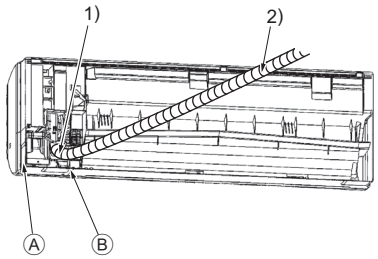

**Fig. 3-12**
**Tuyauterie arrière, droite et inférieure (Fig. 3-12)**
1) S’assurer que le tuyau d’écoulement n’est pas levé ou en contact avec le boîtier de l’appareil intérieur. Arranger le tuyau d’écoulement sous la tuyauterie et l’envelopper de bande de feutre ③.
2) Envelopper correctement la bande de feutre ③ en commençant par la base. (Faire chevaucher la bande de feutre sur la moitié de la largeur de la bande.)